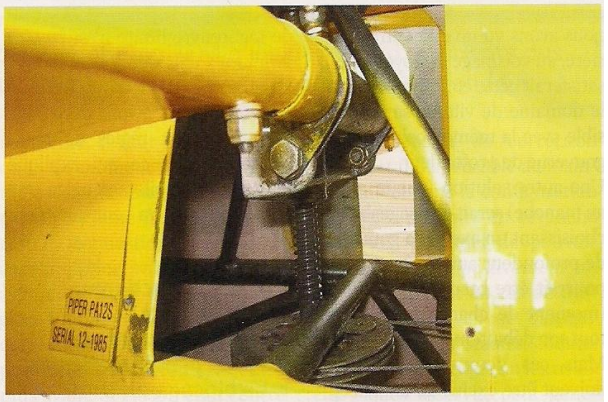

Figure 2. Ajustage du calage du plan fixe par vis sans fin du PA 18
- soit en modifiant le calage du plan fixe. Solution choisie sur le Piper PA 18 **(figure 2)** et sur la plupart des avions de transport.